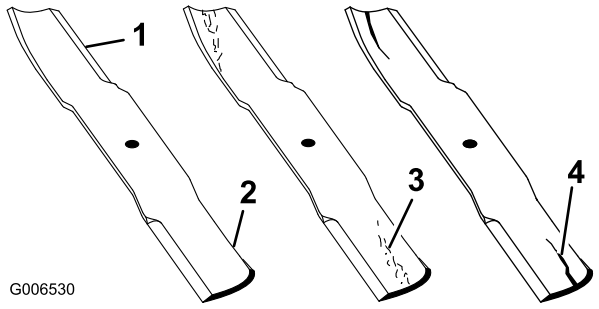

Figur 77
1. Efterse skærekanterne (Figur 77). Hvis kanterne ikke er skarpe, eller hvis de har hakker, skal knivene afmonteres og slibes. Se afsnittet Slibning af knivene.
2. Efterse knivene, især det buede område (Figur 77). Hvis kniven er beskadiget eller slidt, eller hvis der er antydning af en revne i dette område (Figur 77), skal du straks montere en ny kniv.